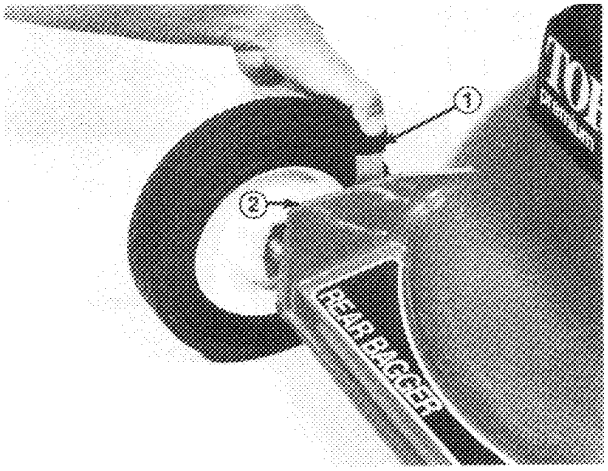

Figure 10
Height-of-Cut Adjusters (Fig. 10) – Height-of-Cut is adjustable to one of five approximate settings: 1 inch (25 mm), 1-1/2 inches (38 mm), 2 inches (51 mm), 2-1/2 inches (64 mm), or 3 inches (76 mm). In addition, front wheels have a 1/2 inch (12.7 mm) setting that can be used with the 1 inch (25 mm) rear wheel setting. When cutting thatch or heavy, thick grass, raise rear wheel one setting above the front wheel setting to assure optimum power to the blade.
The height-of-cut is adjustable from approximately 1 to 3 inches (25 mm to 76 mm), in 1/2 (12.7 mm) increments, and letters cast into the housing represent each graduated increment (Fig. 10).
2. Place thumb against height-of-cut adjuster and fingers on outside of wheel (Fig. 10).